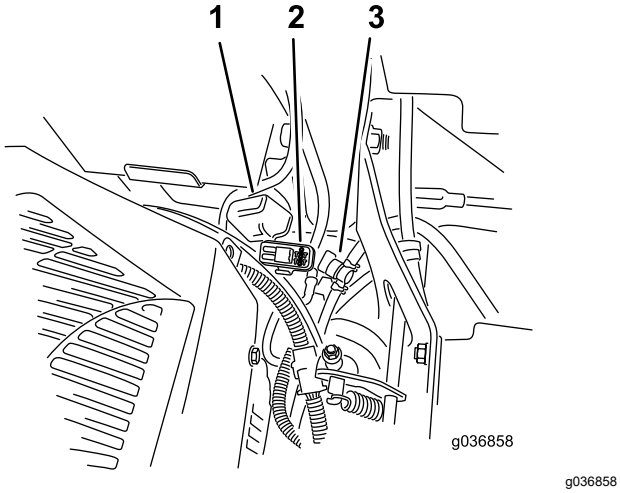

Figuur 53
Opmerking: Voor MyRide machines: zorg dat de aardingskabel niet tegen de balansarm of de onderste schokdemperbevestiging schuurt (Figuur 53).
De zekeringen bevinden zich op de rechter bedieningseenheid naast de stoel (Figuur 53).
2. Monteer een nieuwe zekering (Figuur 53).